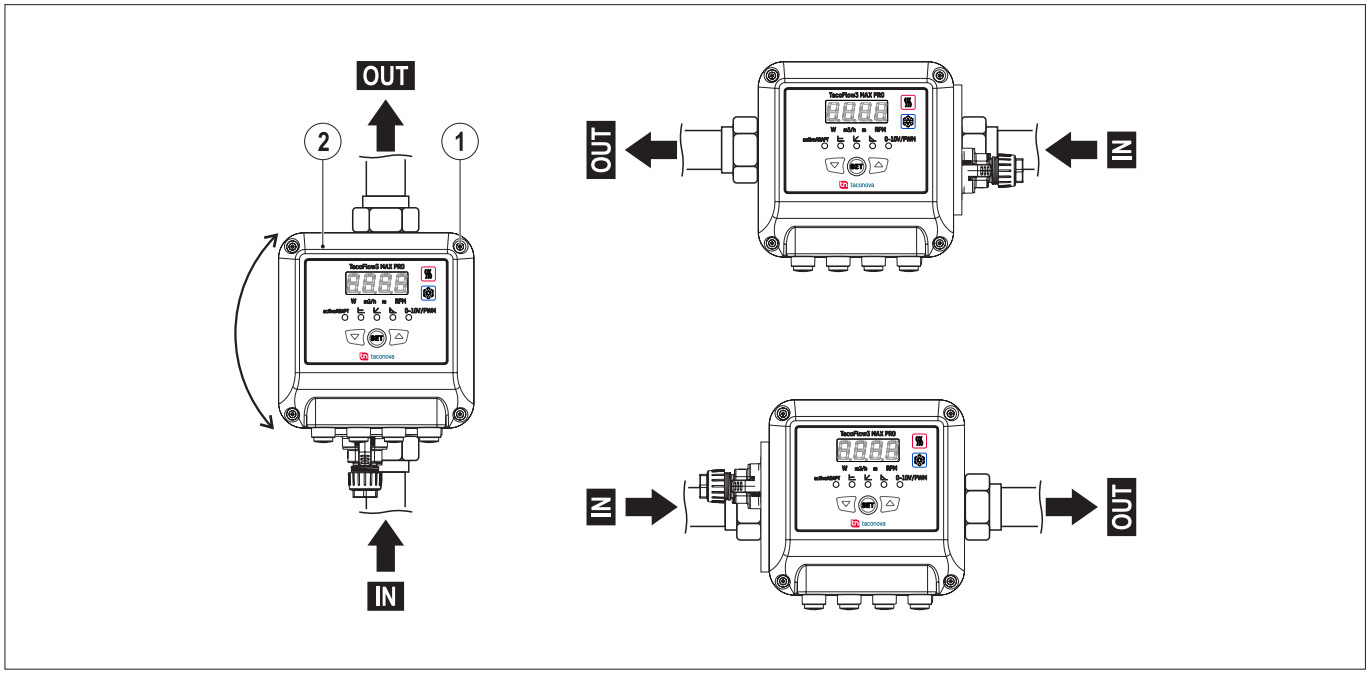

FIG. 8 *(Positions du corps du moteur)*
LE CORPS DU MOTEUR PEUT ÊTRE TOURNÉ DANS LES POSITIONS INDIQUÉES SUR LA **FIG. 8**.
1) Dévisser et enlever les quatre vis du couvercle du moteur **(FIG. 8 - Réf. 1)**
2) Tourner le couvercle du moteur **(FIG. 8 - Réf. 2)** dans la position souhaitée sans l'extraire du corps du circulateur